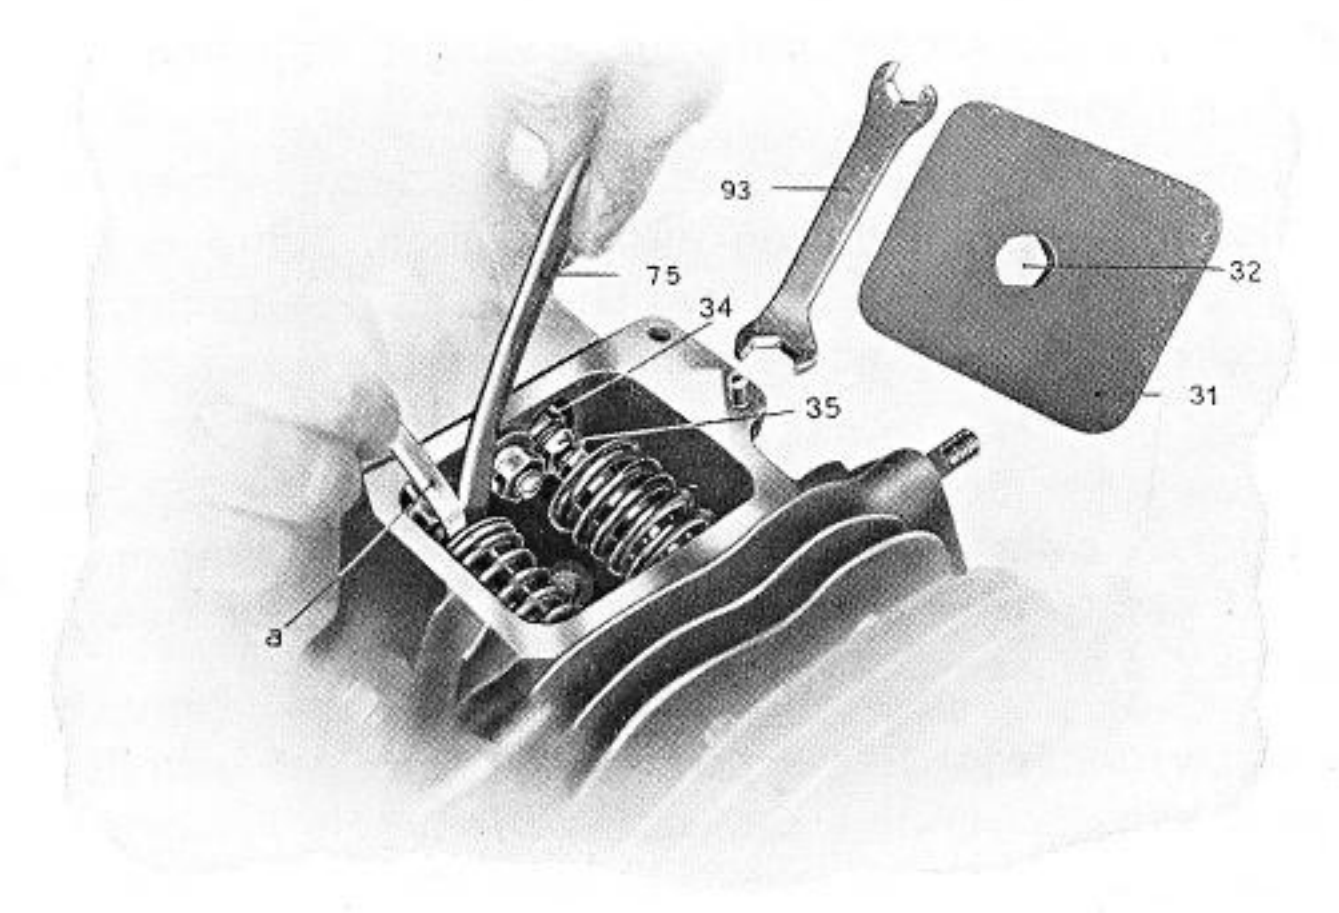

Abb. 14 Einstellen des Ventilspieles der Tourenmaschine
Auch das Ventilspiel zwischen Ventilschaft **36** und Stösselschraube **35** bzw. Druckschraube **3** (Abb. 14, 15 u. 36), das bei **kaltem** Motor etwa 0,1 mm betragen soll, ist von Zeit zu Zeit nachzuprüfen. Hierzu bedient man sich am besten eines schmalen Streifens von einem Briefpapierblatt, da dieses der Stärke ungefähr entspricht. Im nachstehenden wird
**Tourenmaschine:** Zunächst wird der Deckel **31** zur Ventilkammer durch Lösen der mit diesem verbundenen Kopfschraube **32** abgenommen (Abb. 14 u. 36). Vor dem Einstellen überzeuge man sich, daß der Stößel **33** auf dem Grundkreis des Nockens aufsitzt und nicht etwa die an- oder absteigende Nockenkurve berührt, was man durch leichtes Vor- und Zurückdrehen der Kurbelwelle mit dem Fußanwerfhebel feststellt. Hierbei darf sich der Stößel **33** weder heben noch senken. Mittels des dem Werkzeug beigegebenen Schlüssels **75** hält man den Stößel fest und löst mit dem zweiten Schlüssel **93** die auf dem Stößel befindliche Gegenmutter **34.** Nun kann man die im Stößel sitzende Stößelschraube **35** soweit nachstellen, bis sich der Papierstreifen **a** ohne Schwierigkeit zwischen Ventilschaft und Stößelschraube **35** einführen läßt. Ist die Einstellung richtig, zieht man die Gegenmutter **34** wieder fest an, indem man mit dem Schlüssel **93** die Stößelschraube **35** festhält. Die Ventilkammer ist nachdem durch den Deckel **31** wieder zu verschließen (Abb. 14).